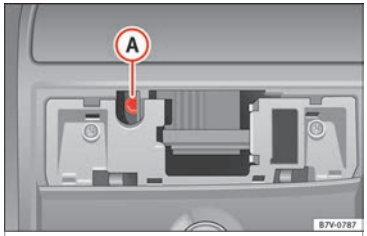

Fig. 202 Allen bolt to close the panoramic sliding sunroof
- Insert a standard 4 mm Allen key[1] into the Allen bolt ››› **Fig. 202** (A).